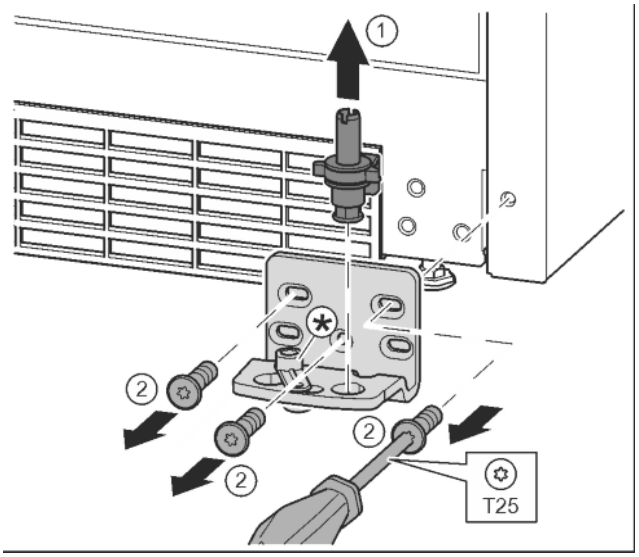

*Fig. 16*
- ▶ Lift the bearing pin completely upward and remove. *Fig. 16 (1)*
- ▶ Undo the screws with a T25 screwdriver and remove the bearing bracket *Fig. 16 (2)*